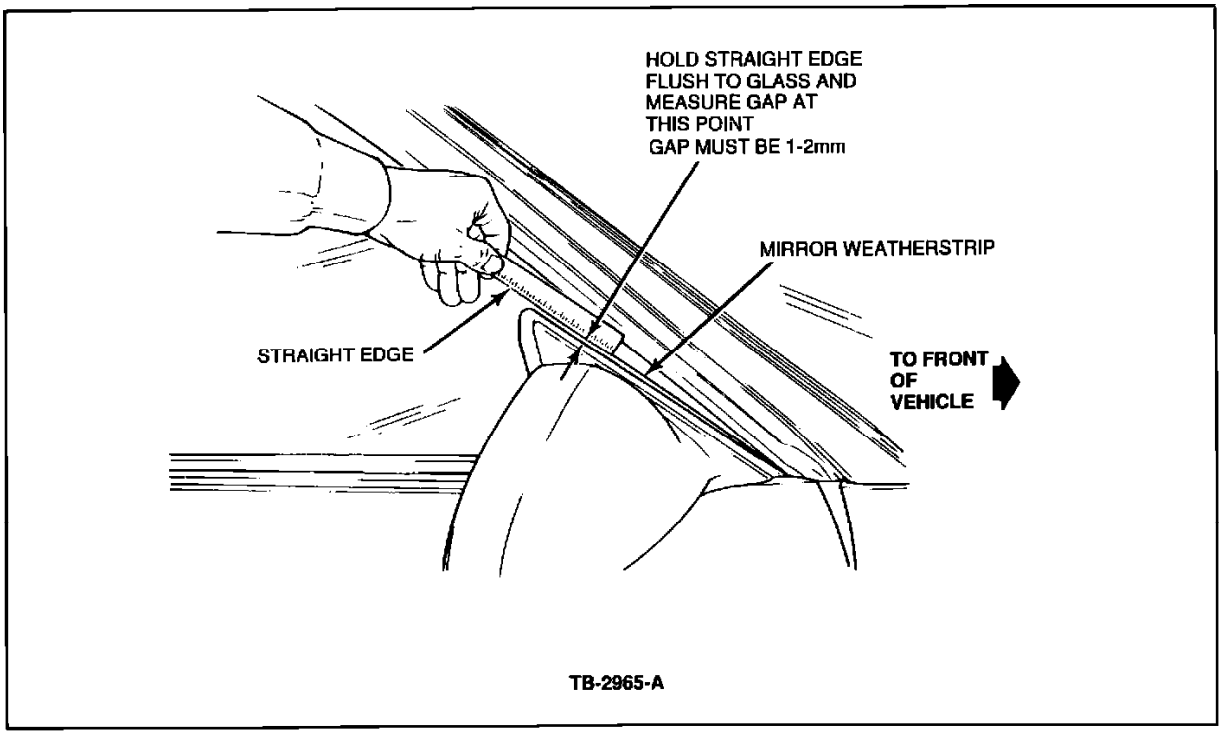
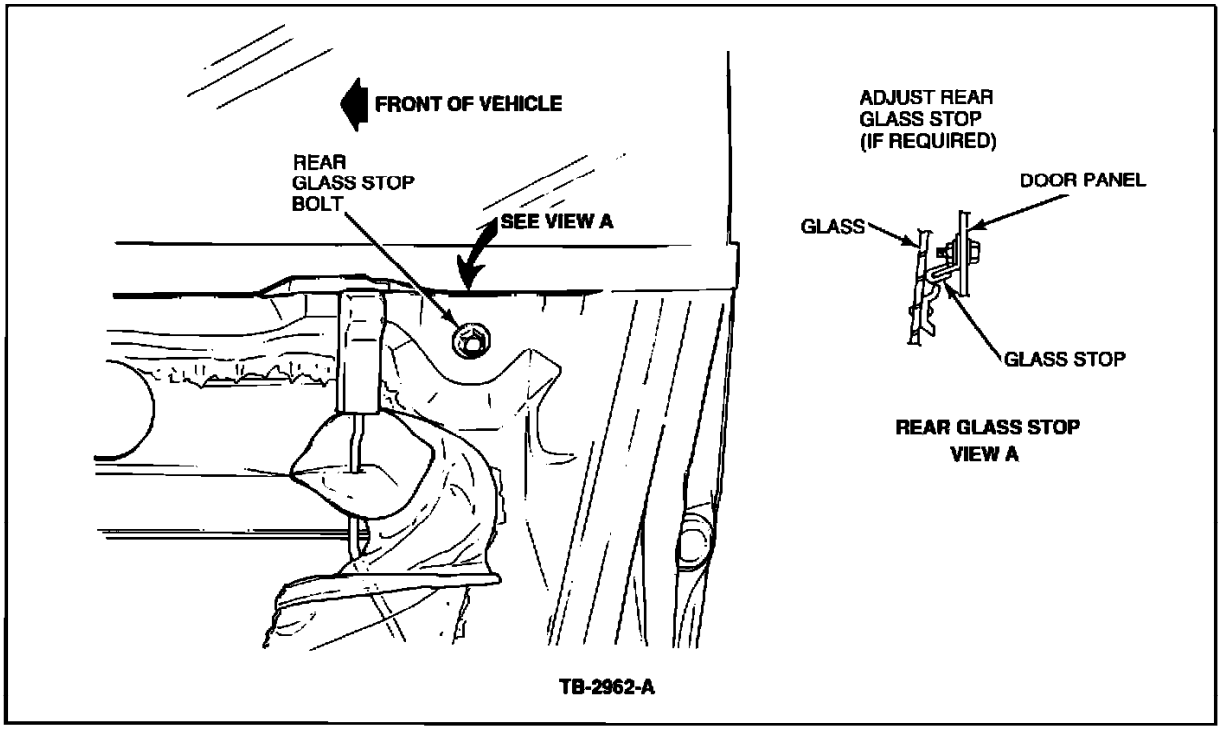

Figure 5
Figure 2
a. With the glass in the full up position, place a straight edge on the glass. See Figures 5 and 7.
c. If adjustment is required, lower the window 1" (25.4 mm). Loosen the front glass stop bolt, Figure 2, and move the stop the distance required to obtain the 1-2 mm gap as shown in Figures 5 and 7.